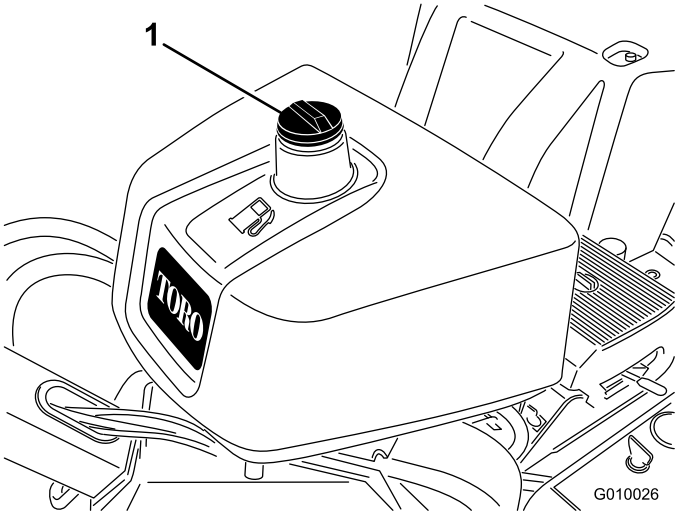

Figur 15
2. Rengjør rundt, og ta av lokket på drivstofftanken (Figur 15).